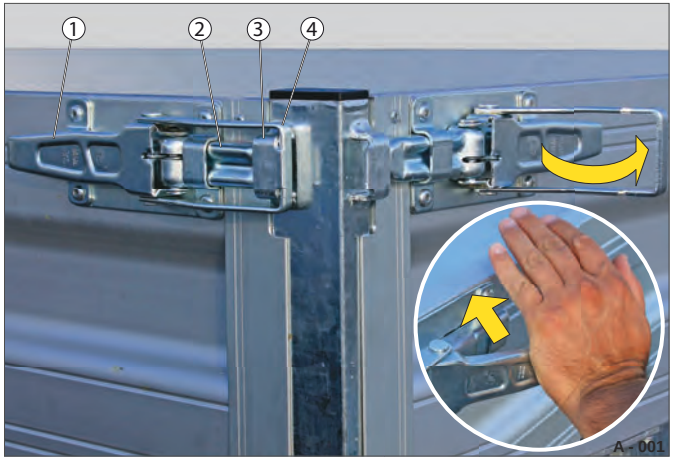

Fig. 6 Spændelukkeanordning (HU, HUK, HT, HTK)
▶ Træk i grebet (Fig. 6 /1). Bøjlen (Fig. 6 /4) er frigjort.
▶ Sving bøjlen op, så den er fri af lasken (Fig. 6 /3).